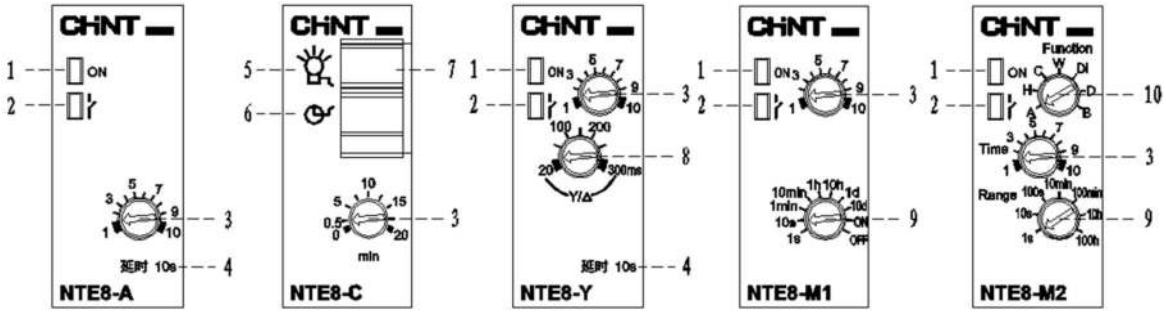
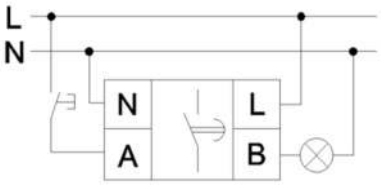
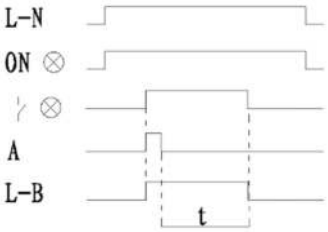

Рис. 2. NTE8-A/B/J Рис. 3. NTE8-C Рис. 4. NTE8-Y Рис. 5. NTE8-M1 Рис.6. NTE8-M2
Рис. 7. Метод проводного монтажа NTE8-A
Рис. 14. Диаграмма рабочей последовательности NTE8-A
3.2 Схема панели: см. рис. 2–6; схема соединений: см. рис. 7–13; схема рабочей последовательности: см. рис. 14–26.